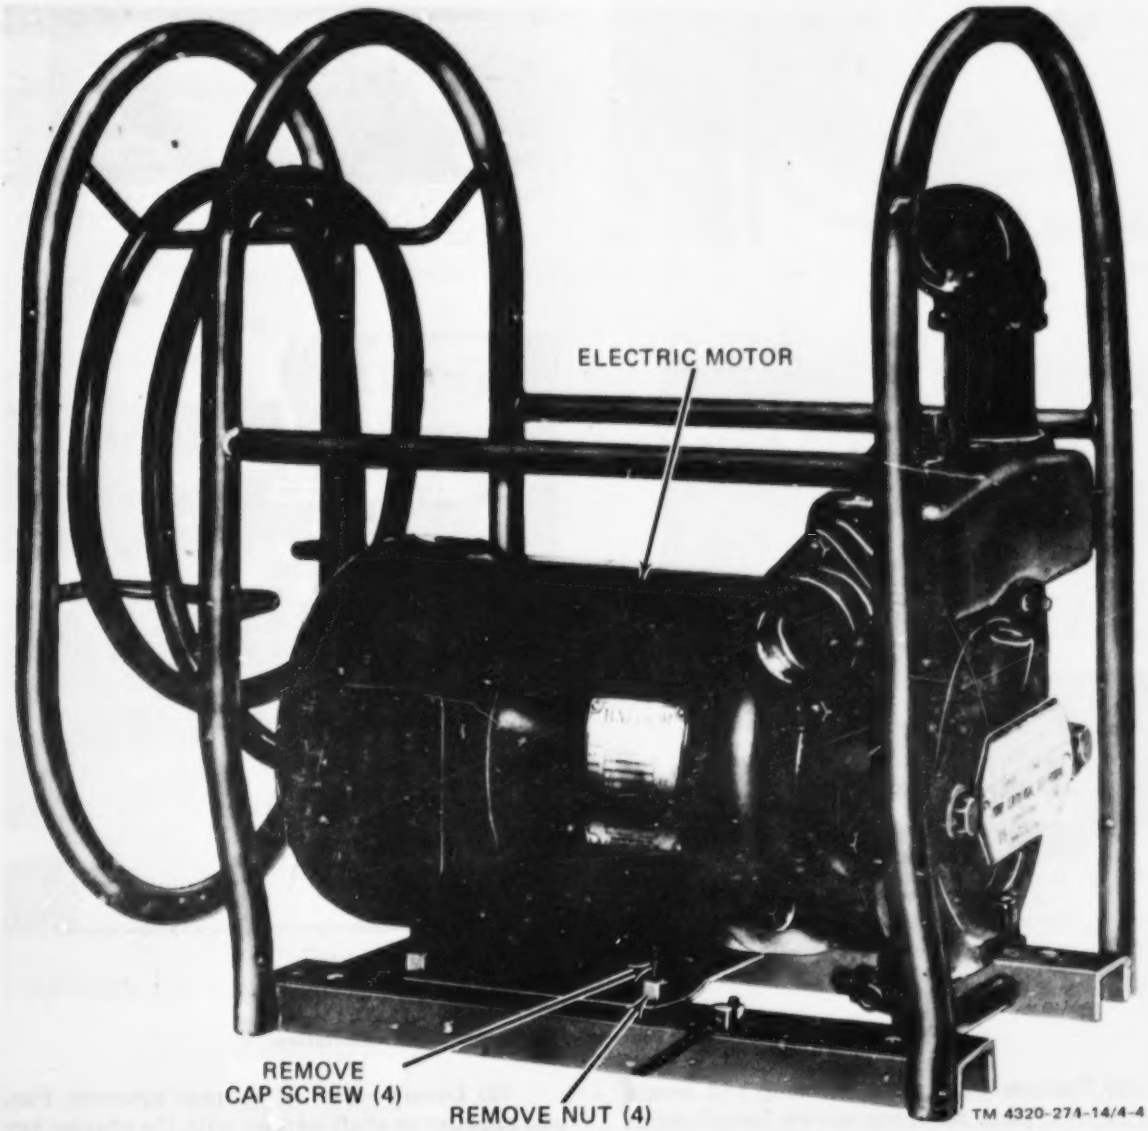

Figure 4-4. Electric motor assembly, removal and installation.
(3) Refer to figure 4-4 and remove the four nuts and cap screws securing the motor to the frame.